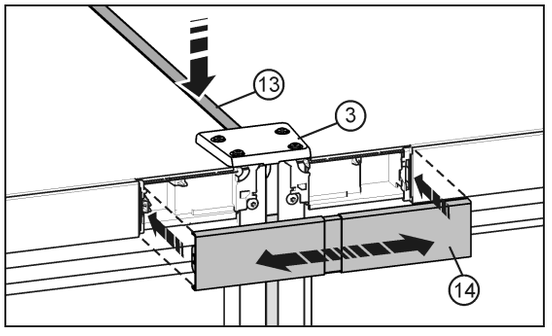

*Fig. 28*
▶ On the top, press the short trim *Fig. 28 (13)* into the gap. The trim must form a flush finish with the connecting plate *Fig. 28 (3)* on the front edge.
▶ Snap the cover *Fig. 28 (14)* onto the open space between the two control panel trims. Make sure that the outer surfaces of the cover form a flush finish with the control panel trims. The cover can be extended for this purpose.